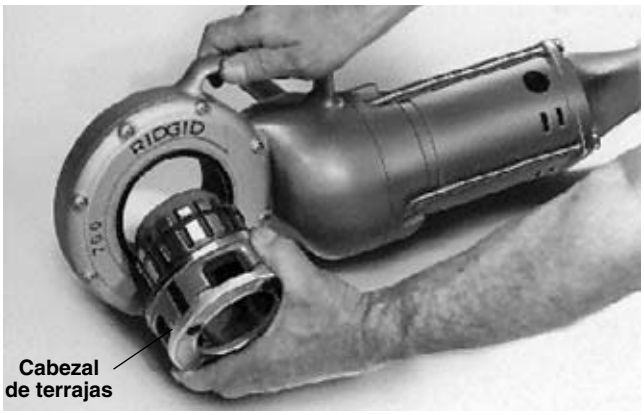

Figura 3 – Instalación del Cabezal de terrajas No. 12-R
1. Introduzca el Cabezal de Terrajas o el Adaptador, con su extremo con muesca primero, dentro del Accionamiento Motorizado de tal manera que las lengüetas a resorte del adaptador se enganchen firmemente *(Figura 3)*.